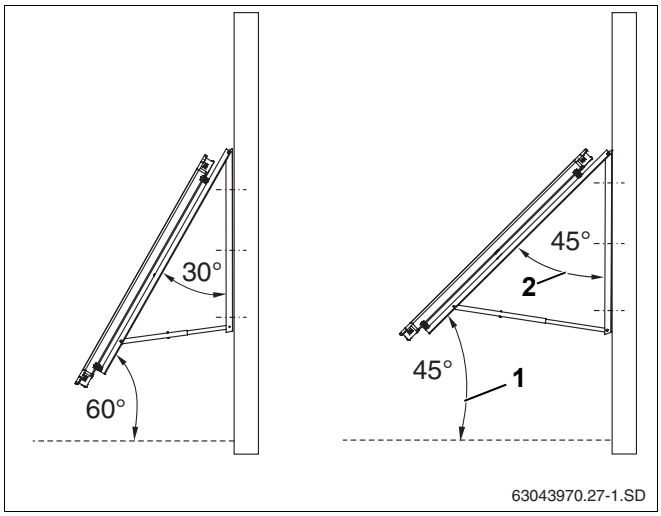

Rys. 10 Kąt ustawienia kolektora na fasadzie
- Kąt ustawienia kolektora (rys. 10, **poz. 1**) w stosunku do płaszczyzny poziomej musi się zawierać pomiędzy 45° a 60° (wzgl. kąt pochylenia rys. 10, **poz. 2** kolektora musi się zawierać między 30° a 45°).